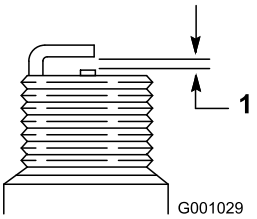

Figura 51
4. Regolate la luce tra gli elettrodi della candela nuova a 0,76 mm (Figura 51).